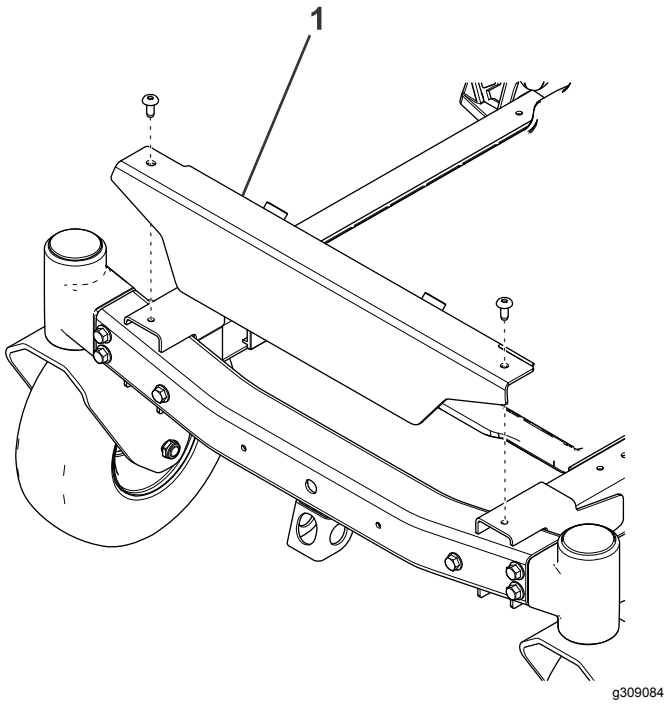
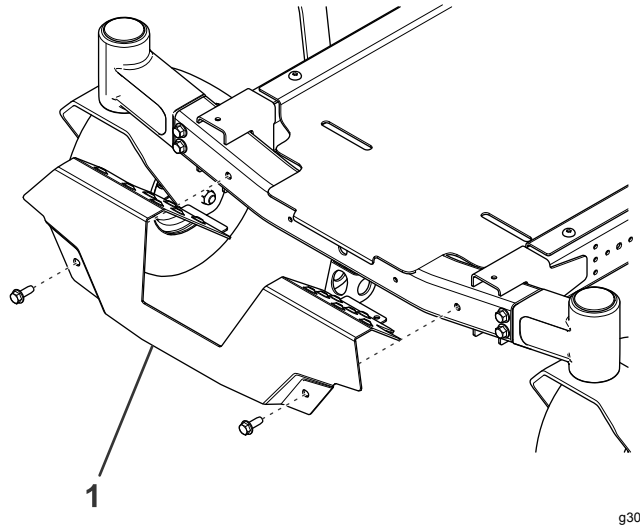

Figura 1
Figura 2
6. Rimuovete e conservate il poggiapiedi (Figura 1 e Figura 2).